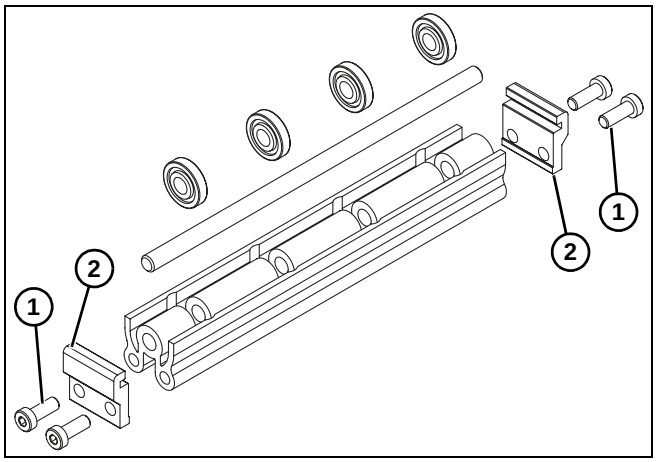

Figure 15
1. Grouper les rouleaux déflecteurs visibles sur la vue éclatée de la Figure 15.
2. Retirer les vis **(Figure 15, élément 1)** et les attaches **(Figure 15, élément 2)** de l'ensemble des rouleaux.